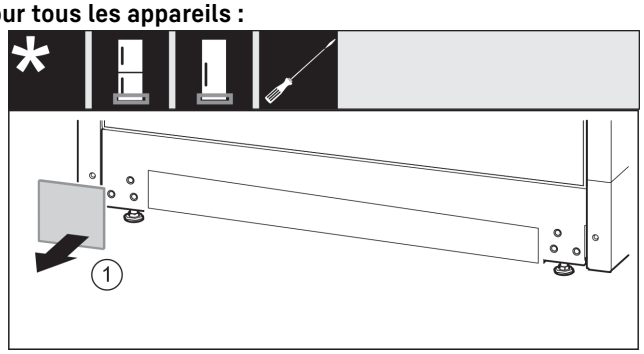

Fig. 17
▶ Retirer le cache *Fig. 17 (1)*.